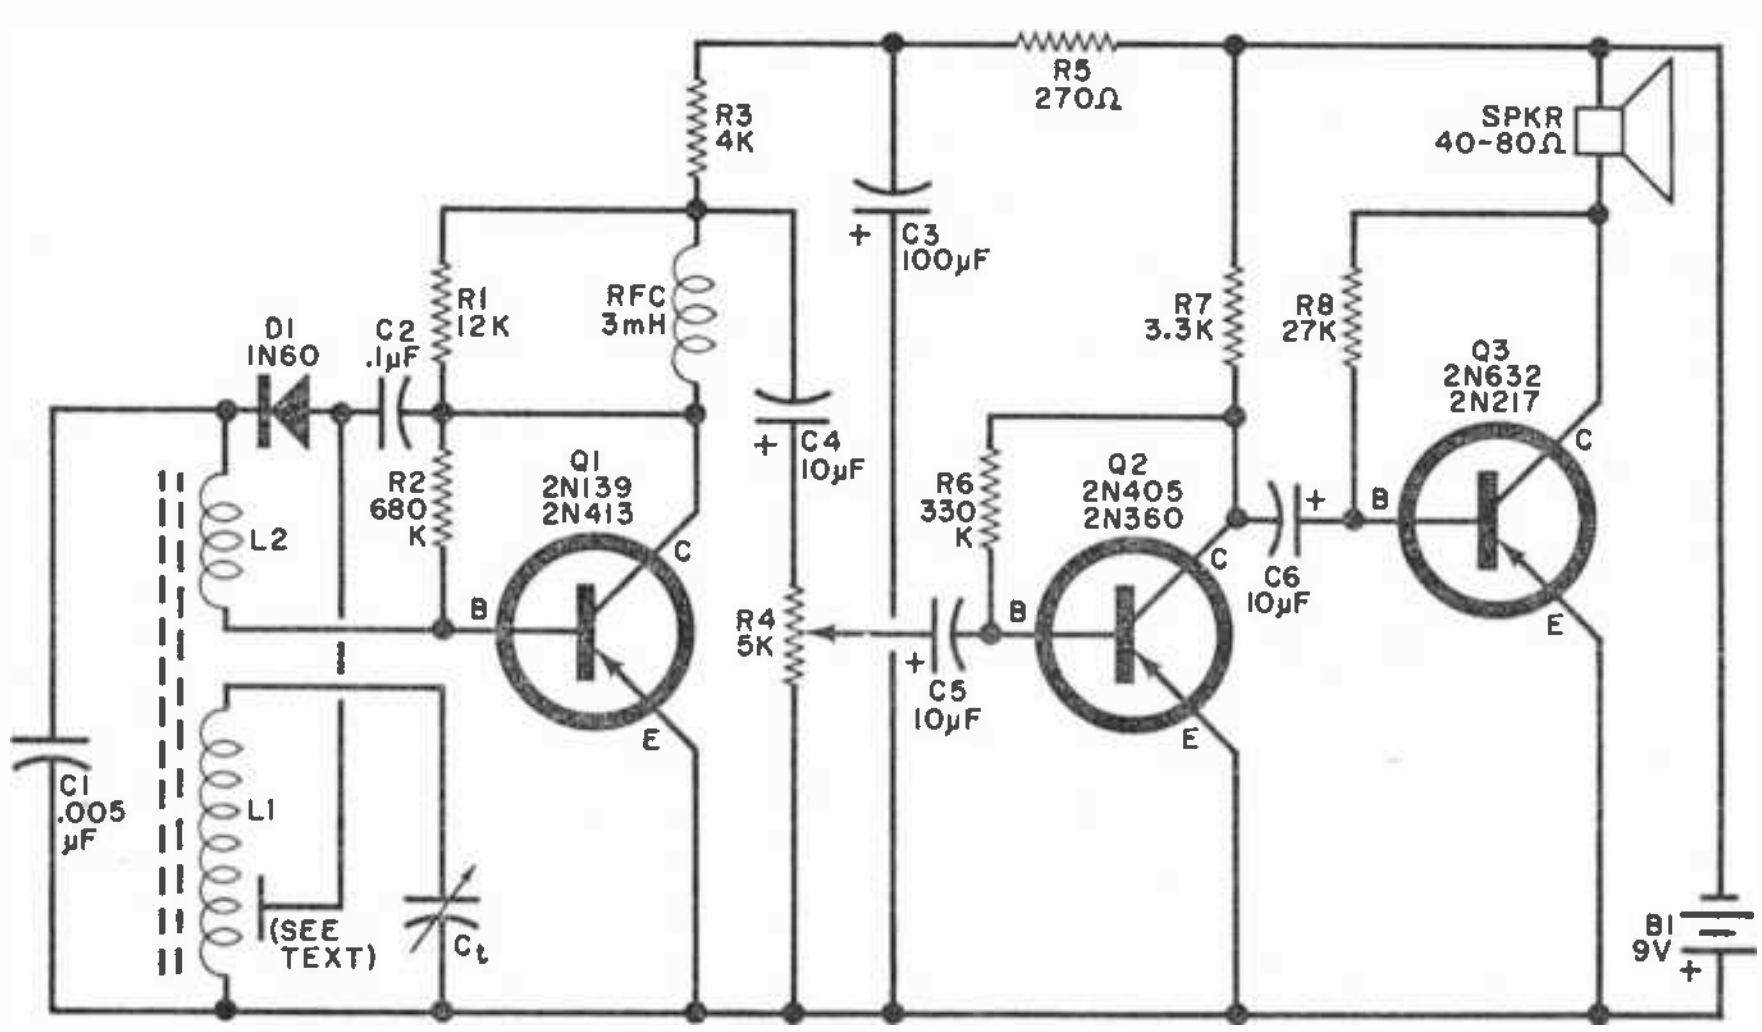

Fig. 1. Simple regenerative receiver can be used on AM or modified for other frequencies.
**Manufacturer's Circuit.** The 3-transistor regenerative receiver circuit illustrated in Fig. 1 is one of some ten projects suggested in the booklet furnished with the "S-DeC" breadboard kit marketed by the Intratec Division of the British Aircraft Corp. (399 Jefferson Davis Highway, Arlington, Va. 22202). Although intended for the AM broadcast band, the basic circuit can be used at other frequencies simply by changing the front-end tuning coils. Other projects described in the booklet include an electronic flasher, a binary counter, an audio amplifier, a CPO, a wireless microphone, a light-operated switch, and a Wien-bridge oscillator. The "S-DeC" kit itself was described in detail in the July 1969 "Product Gallery."
Referring to Fig. 1, the design features an r.f. detector/amplifier and a two-stage audio section with loudspeaker output. In operation, r.f. signals picked up by the antenna coil assembly are selected by tuned circuit *L1-Ct* and detected by diode *D1* in conjunction with *Q1*. The first stage is interesting in that *Q1* has a *dual* collector load, an r.f. choke, *RFC*, shunted by *R1*, and a fixed series load resistor, *R3*. Thus, *Q1* serves both as an r.f. amplifier (furnishing a regenerative feedback signal through *C2* to *L1*) and as a detector-audio amplifier. Base bias is established through *R2*. The audio signal developed across *R3* is coupled through *C4* to gain control *R4* and from there through d.c. blocking capacitor *C5* to *Q2*'s base electrode. Base bias for *Q2* is supplied through *R6* while *R7* serves as the collector load. The amplified audio signal appearing across *R7* is applied through coupling capacitor *C6* to the power amplifier, *Q3*, which, in turn, is direct-coupled to